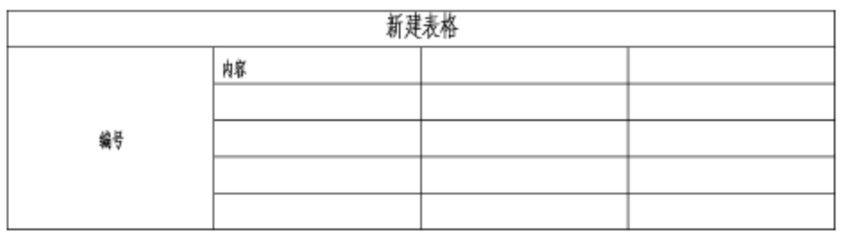

图 11-39 单元合并
单元合并如图 11-39 所示。
(1) 单击菜单中的“文字表格”→“单元编辑”→“单元合并”命令，将表格进行合并，合并后的文字居中，绘制结果如图 11-39 所示。